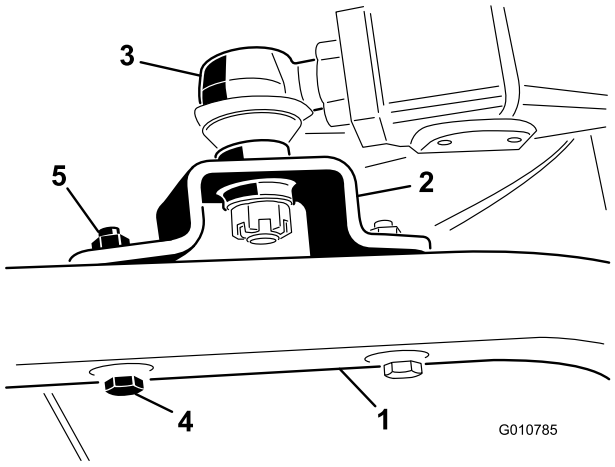

**Figuur 6**
4. Bevestig de beugels van de kogelverbindingen aan de zwenkwielarmen met behulp van 2 tapbouten (7/16 x 3 inch) en flensmoeren (7/16 inch) (Figuur 6).
5. Draai de grote contramoer vast waarmee de kogelverbinding aan de hefarm is bevestigd (Figuur 6).